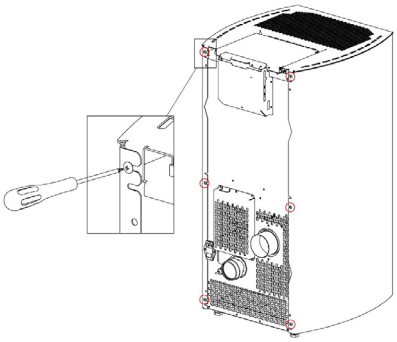

Fig. 40 - Schrauben lösen
- Die 6 hinteren Schrauben herausschrauben (siehe **Fig. 40 auf S. 22**).